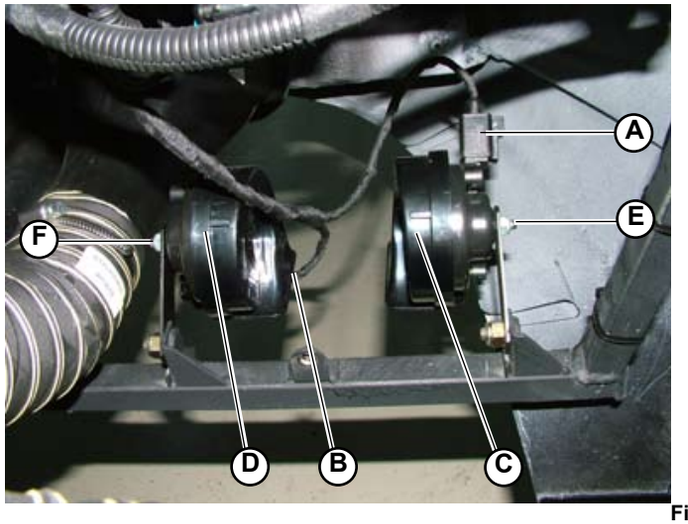

Fig.1
1. Disconnect the two connections (**A/B-Fig.1**) of the two horns (**C/D-Fig.1**).
2. Unscrew the two screws (**E/F-Fig.1**) that secure the horns to the chassis.